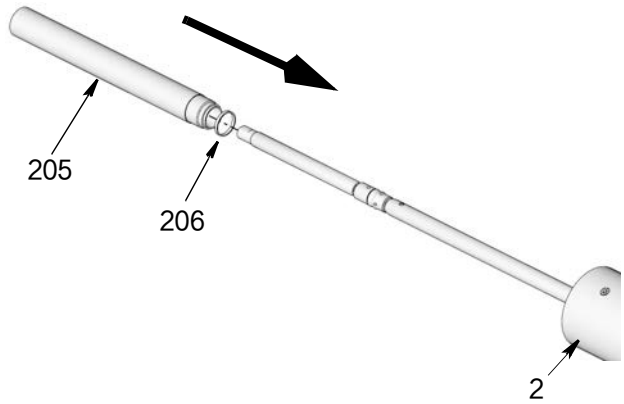

图 41
10. 在垫圈 (206) 周围抹上薄薄一层润滑脂。将垫圈装在垫片气缸 (205) 的端头上。将气缸滑动在连杆组件上，如图 41. 将气缸端头拧入泵适配器 (2) 底部。使用管道扳手转动气缸，直至拧紧。用 45-55 英尺磅（61-74 牛 • 米）的扭力拧紧。